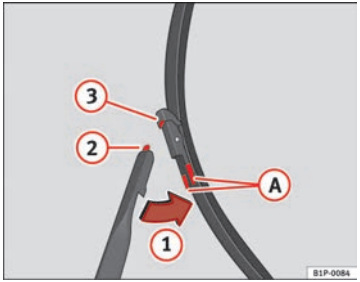

Fig. 148 Changing the front wiper blades
– Press on the side tabs (A) and release the blade moving it in the direction of the arrow (1) ⇒ fig. 148.
– Insert the tab (2) into the slot (3) of the blade ⇒ fig. 148.
– Move the blade towards the arm in the opposite direction of the arrow (1),until it clicks into position ⇒ fig. 148.